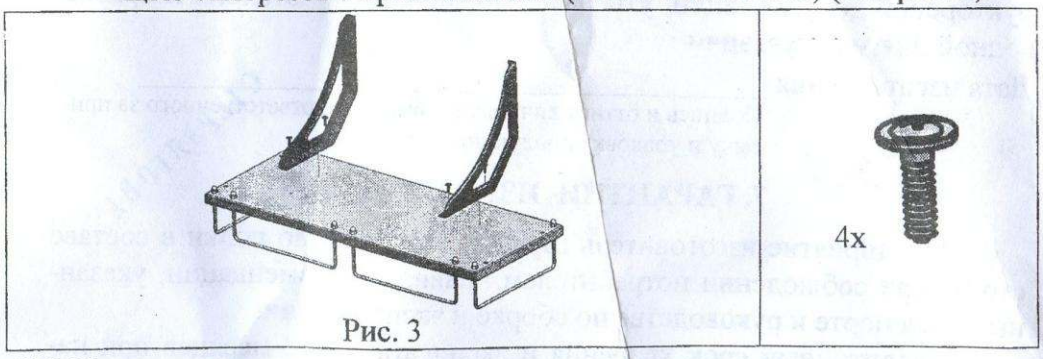

Рис. 3
3.1.3. К сборке по п. 3.1.2. снизу прикрутить кронштейны (поз. 2) с помощью саморезов с прессшайбами (поз. 1 пакет № 20) (См. рис. 3)